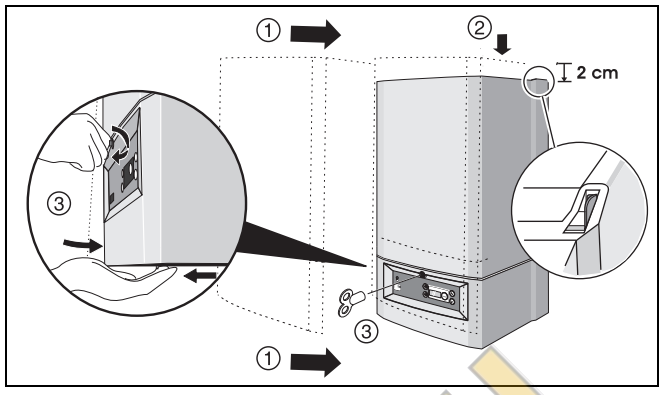

Рис. 37 Установка кожуха.
- Установите кожух и поверните стопорный винт ключом для отопительных приборов в положение "закрыто" (→ рис. 37).
- Вторую табличку наклейте на переднюю сторону или сбоку на кожух (→ рис. 37).